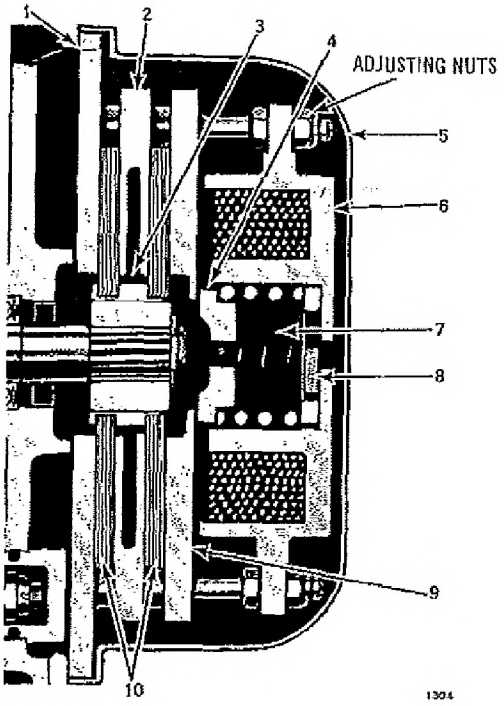

Figure 9-4. Disc Brake Assembly
DESCRIPTION. The disc type electric brake is spring set - magnetically released. Operating the motion control device associated with a crane motion closes the circuit which applies power to both the motor and brake coil. See Figure 9-4.
1. Remove brake cover (5, Figure 9-4).
2. Disconnect the leads to magnetic brake pot (6).
3. Insert a 1/2-13 UNC bolt through the opening in the end of the brake pot and thread it into spring guide (4). Tighten the bolt a few turns to relieve spring pressure on armature (9) and to ensure that the spring guide is firmly retained by the bolt.